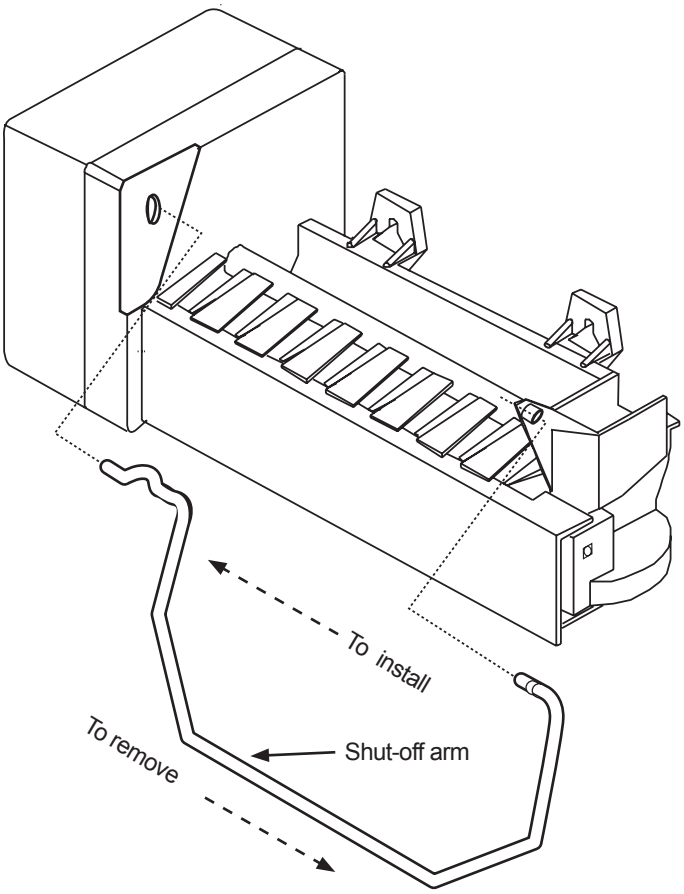

Figure 10-20. —Shut-off arm removal and installation.
9. Detach thermal fuse ❶ and ❷.
10. Unplug harness plug from module ❸ and ❹.
11. Remove the shut-off arm. See Figure 10-20,